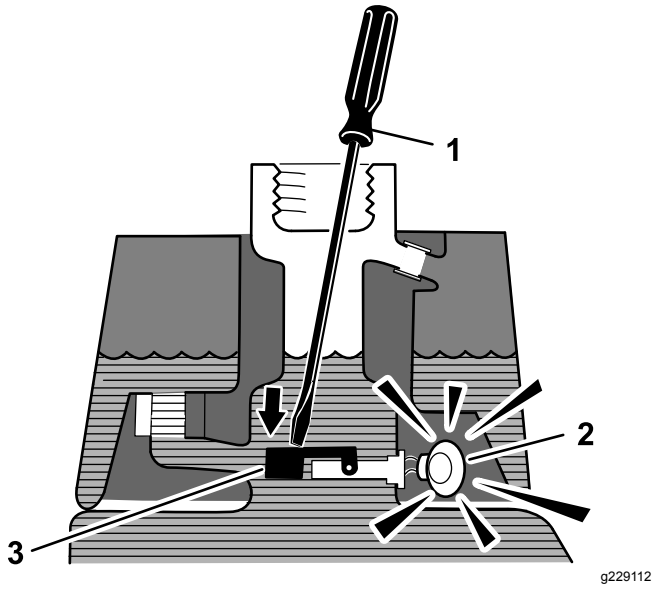

Figur 49
3. Sett en ren stang eller skrutrekker inn i tankåpningen, og trykk flytebryteren forsiktig ned (Figur 49): Alarmen skal gå etter ett sekund.